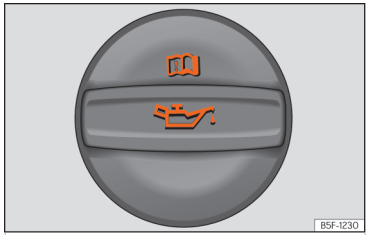

Abb. 237 Deckel der Motoröl-Einfüllöffnung im Motorraum.
- Suchen Sie den Motoröl-Einfüllstutzen. Sie erkennen ihn an dem Symbol auf dem Deckel ››› **(Abb. 237)**.
- Schrauben Sie den Deckel der Motoröl-Einfüllöffnung ab ››› **(Abb. 237)**.